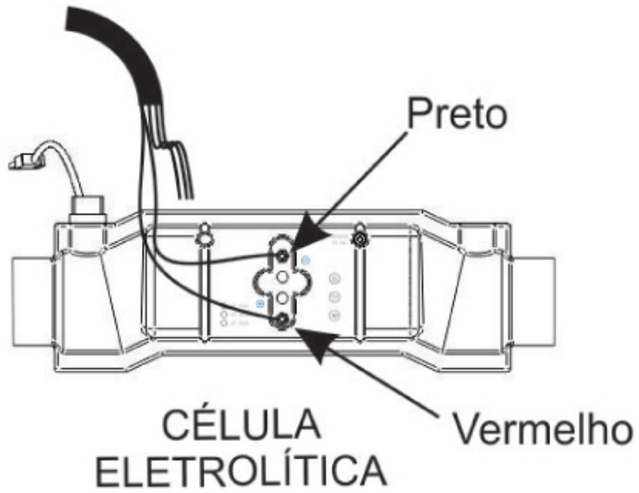

figura 20
1. Ligue os dois fios (preto (-) e vermelho (+)) da caixa de controle nos dois pinos metálicos que se encontram na lateral da célula eletrolítica e aperte-os firmemente conforme indicado na **figura 20**. É de extrema importância que esse aperto seja feito de forma a não causar mau contato entre o fio e o pino, pois esse mau contato poderá ocasionar superaquecimento dos pinos e possivelmente ocasionar um curto-circuito.